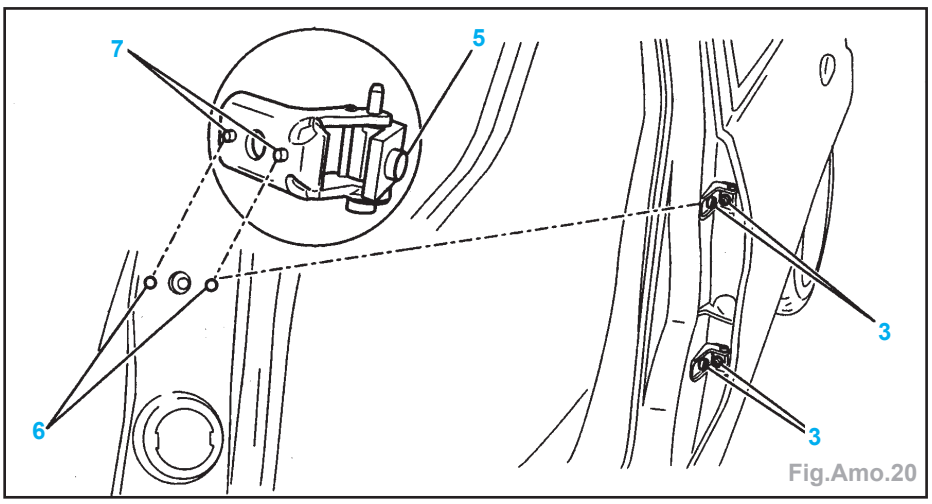

Fig.Amo.20
- Serrer les vis (3) sur le pied milieu.
Nota : En cas de difficultés de mise en place, déposer le pion de centrage (5) de charnière, agrandir éventuellement le ∅ de des logements (6) des centreurs (7) et si nécessaire, meuler les centreurs (7) (Fig.Amo.20).